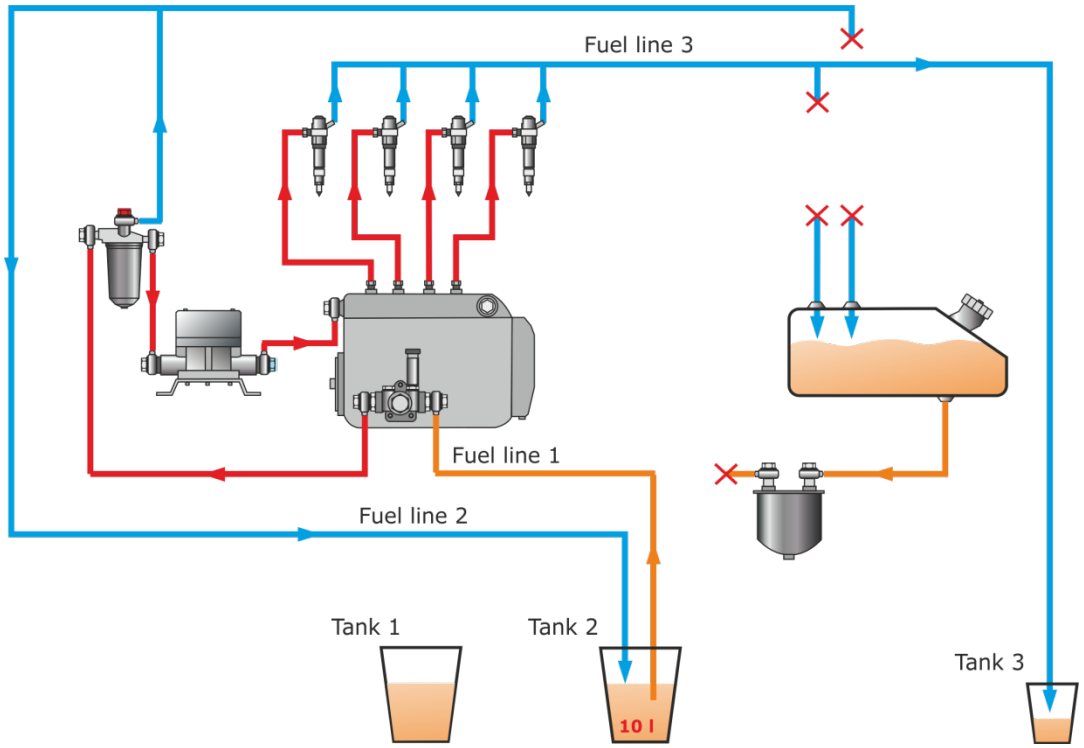

Figure 93 — Fuel system scheme during test
1) Pour fuel into Tank 1. The amount of fuel must be enough to eliminate air from the fuel system and warm up the engine (see Figure 93).